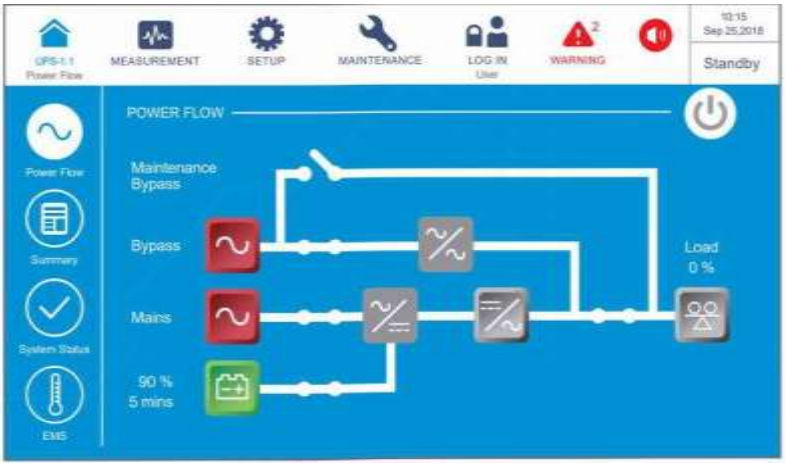

Рисунок 6-50: Экран режима ожидания
3) После выбора **'YES'**, ИБП отключит инвертор, прекратит подачу питания с каждого силового модуля и перейдет в режим ожидания. В этот момент трехцветный светодиодный индикатор горит желтым и появляется следующий экран (***Рисунок 6-50***). Расположение трехцветного светодиодного индикатора см. на ***Рисунке 2-11***.